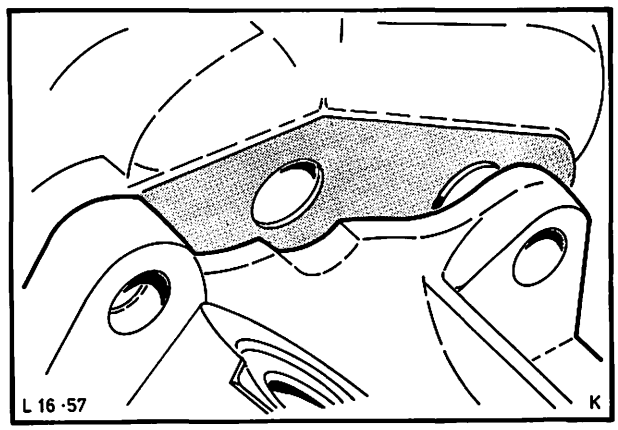

Abb. 72 Durchgangsbohrung – Vorgelegewelle
48. Getriebeverlängerung mit Hauptwelle einbauen, Verlängerung so drehen, daß die Vorgelegewelle eingebaut werden kann. Abb. 72.